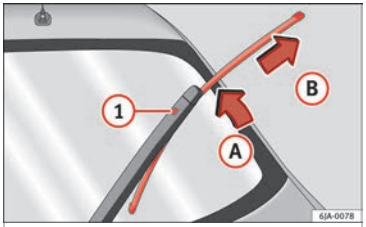

Fig. 70 Rear window wiper blade.
- Lift the rear window wiper arm away from the glass moving the blade slightly in the direction of the arm – arrow (A) ››› Fig. 70.
- Unlock the catch (1) with the other hand and remove the blade in the direction of arrow (B).